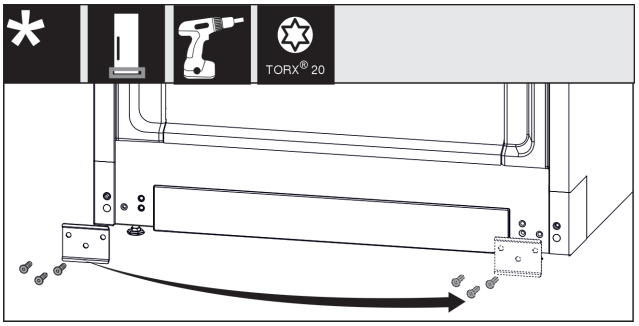

Fig. 16
▶ Unscrew the plate *Fig. 16 (1)*, move it to the other side and screw it back on.